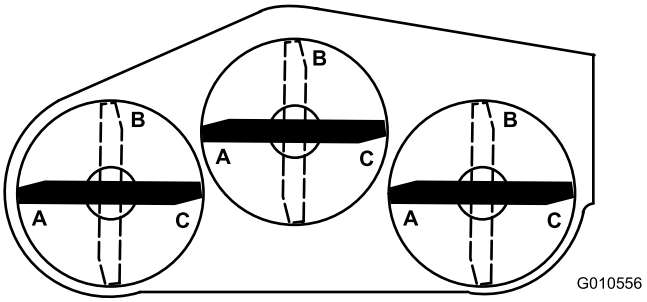
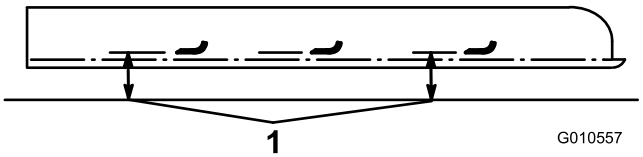

Figura 24
Figura 25
5. Posizionate le 3 lame in posizione A (Figura 24), misurate dalla superficie piana alla parte inferiore dell'estremità della punta di ogni lama (Figura 25).
6. Annotate la misura raggiunta in A, ruotate le lame in posizione B (Figura 24), misurate la distanza delle lame dalla superficie piana e annotate le dimensioni (Figura 25).
7. Ruotate le lame in posizione C, misurate e annotate la distanza rilevata (Figura 24 e Figura 25).